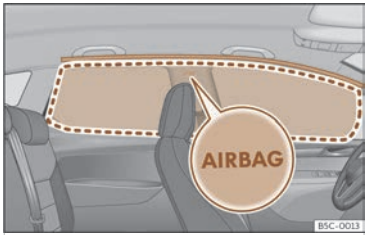

Fig. 33 Location of head-protection airbags.
Head-protection airbags are on both sides of the vehicle interior, above the doors ››› **Fig. 33** and their location is indicated with the word "AIRBAG".
The framed area is covered by the head-protection airbag when it is deployed (deployment area) ››› **Fig. 33**. Therefore, objects should never be placed or mounted in this area ››› ⚠.
- Ensure that children are correctly seated in their seats and that their heads are not in the deployment zone of the head airbags ››› **Fig. 33**, as deploying airbags could hit them and cause serious injury.